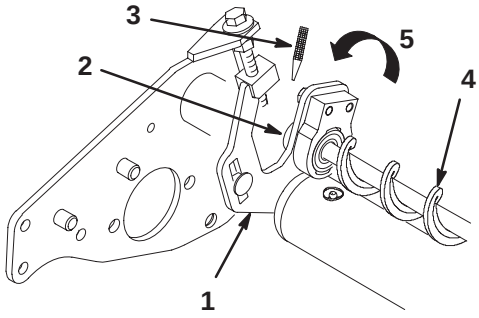

Figure 9
17. Rotate the right-hand bearing locking collar clockwise (in the direction of rotation) by hand until the collar is tight on the roller brush shaft (Fig. 9).
18. Tighten the collar further by placing a punch in the blind hole of the collar and striking it sharply in the direction of rotation (Fig. 9). Retighten the collar set screw to secure the adjustment.